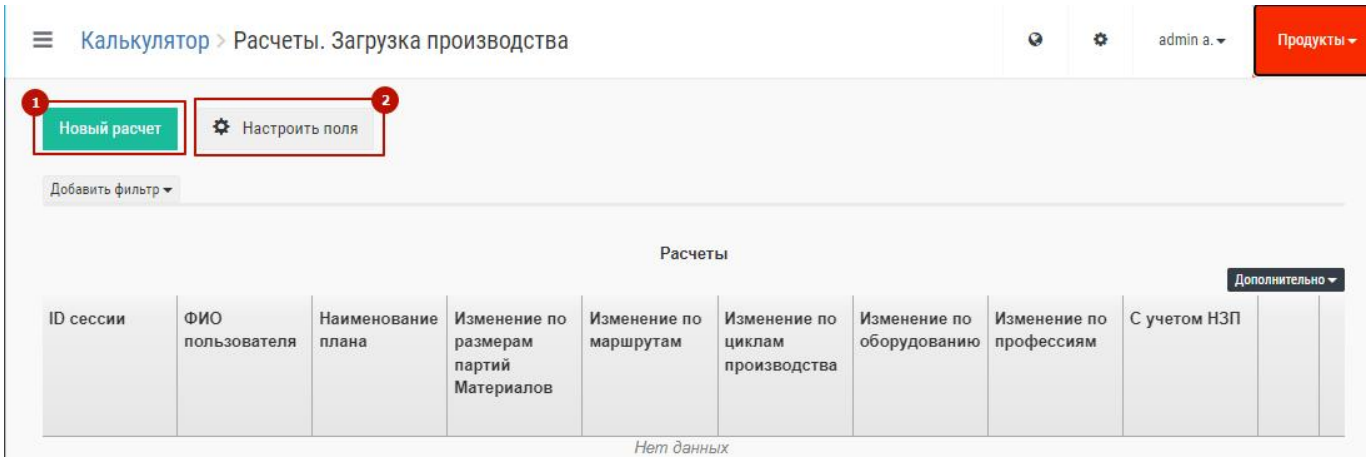
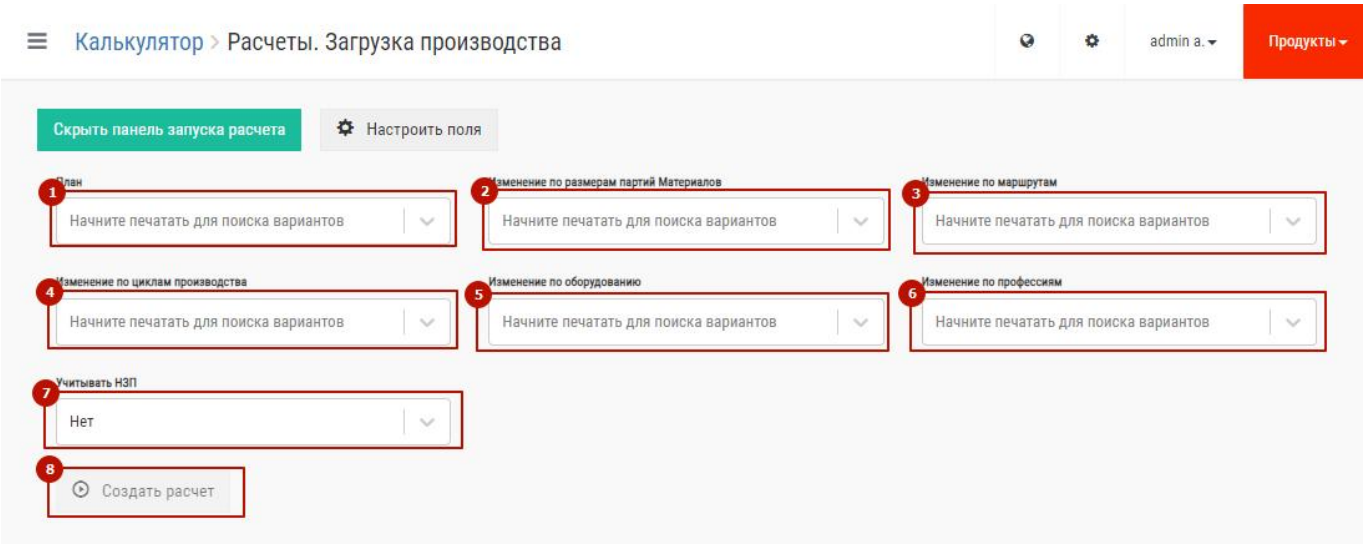

Рис. 65 – Создание расчета «Загрузка производства»
Рис. 66 – Параметры расчета «Загрузка производства»
В появившемся окне нажать на кнопку «Новый расчет» (1 на Рис. 65).
В окне появятся поля с параметрами расчёта, которые нужно заполнить. Пример окна показан на Рис. 66. Есть возможность настроить видимость полей параметров расчета. Для этого нужно нажать на кнопку «Настроить поля» и в появившемся окне выбрать галочками требуемые. Остальные поля перестанут отображаться в интерфейсе (2 на Рис. 65).
1. Выбрать План (1 на Рис. 66).
2. Изменение по размерам партий материалов. Это не обязательный параметр. Используется в расчётах для определения минимальных производственных партий. Если требуемая для изготовления всех заказов плана партия материала меньше размера партии в изменение, то при расчете будет применен размер партии, указанный в изменении (2 на Рис. 66).
3. Изменение по маршрутам. Это не обязательный параметр. Позволяет применять альтернативные маршруты при расчетах (3 на Рис. 66).
4. Изменение по циклам производства. Это не обязательный параметр. Позволяет применять изменённые циклы по цехозаходам (4 на Рис. 66).
5. Изменение по оборудованию. Это не обязательный параметр. Позволяет применять изменения по оборудованию при расчетах (5 на Рис. 66).
6. Изменение по профессиям. Это не обязательный параметр. Позволяет применять коэффициенты невыхода и выработки при расчетах (6 на Рис. 66).
7. Учитывать НЗП. Это не обязательный параметр. Учитывает загруженное предварительно состояние НЗП в систему BFG (7 на Рис. 66).
После заполнения всех обязательных параметров кнопка «Создать расчет» станет доступной для нажатия (8 на Рис. 66).